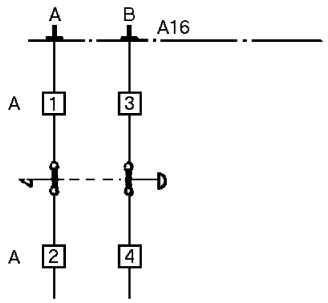

Fig 11
- Yttre nödstopp, se fig 11 på sid 12.